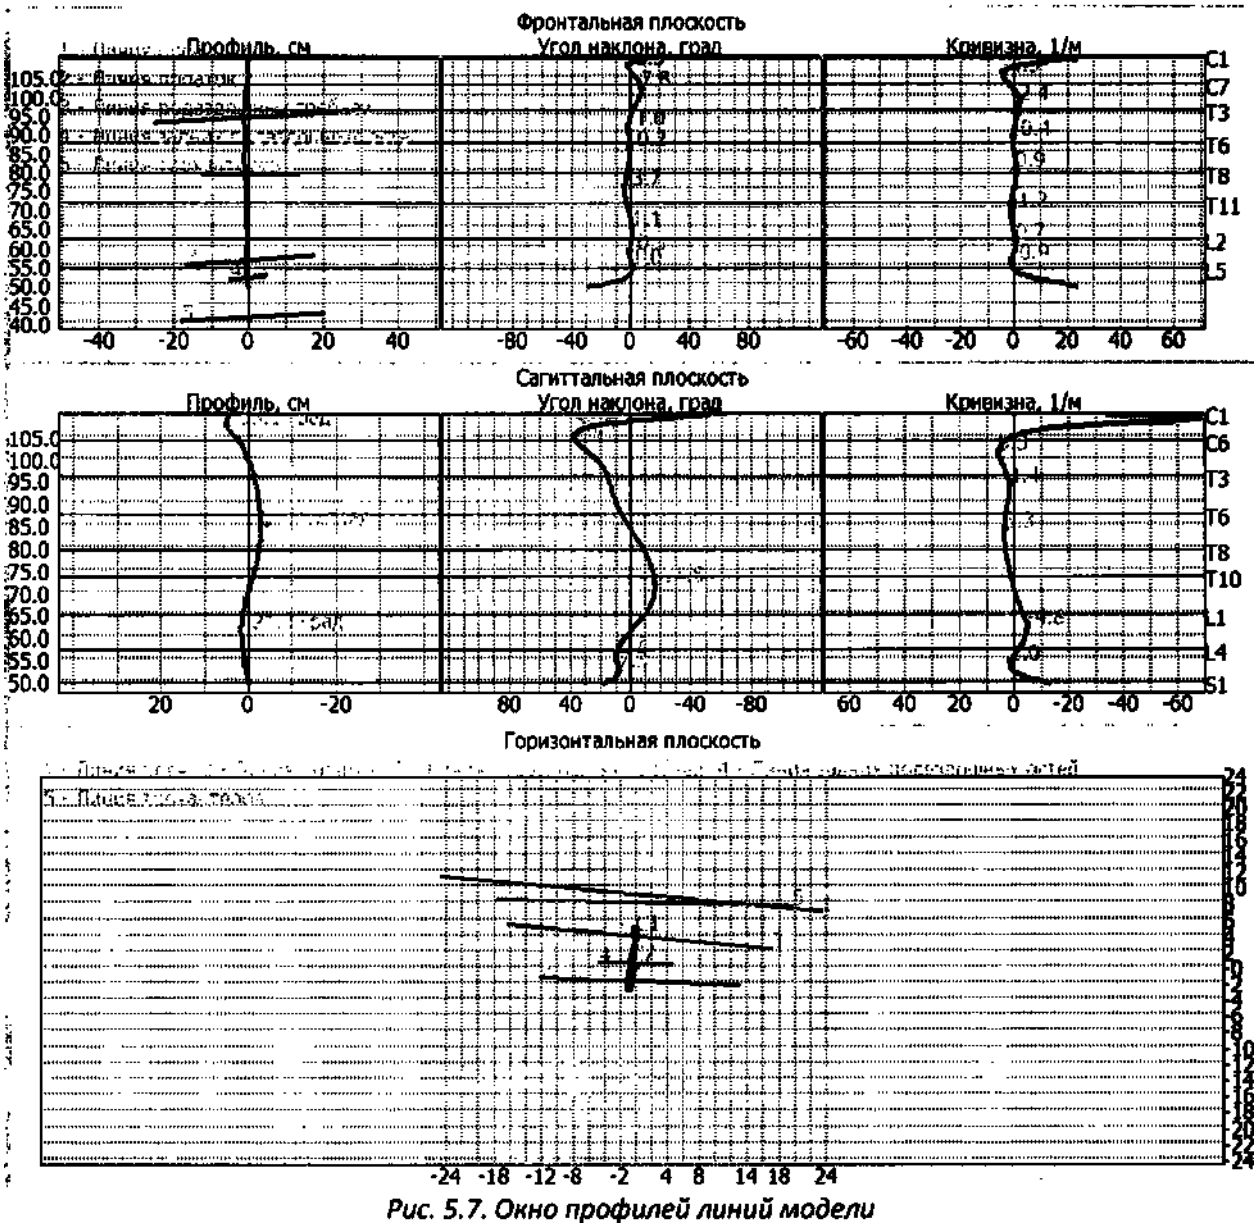

*Рис. 5.7. Окно профилей линий модели*
**В окне профилей (см. Рис. 5.7) отображаются графики профилей остистых отростков позвоночника в трех плоскостях, графики углов наклона и кривизны линий позвоночника (по остистым отросткам).**